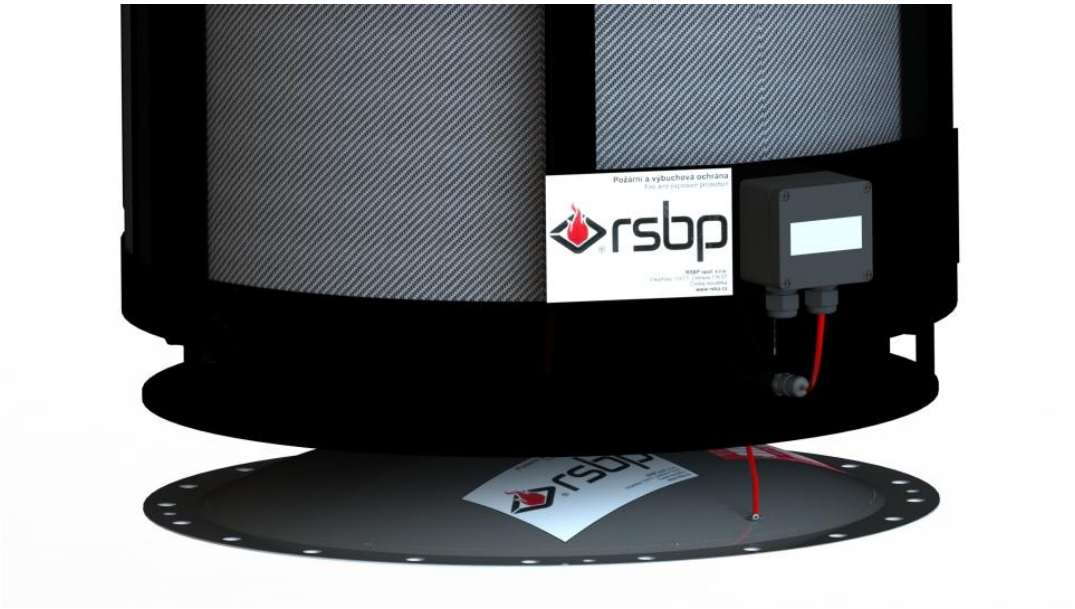

Рис. 12 – Подключение сигнализатора положения
8) Составной частью пламягасителя являются мембрана и сигнализатор. Кабель сигнализатора должен проходить через впускной патрубок и подключён к электрической коробке (рис. 12).